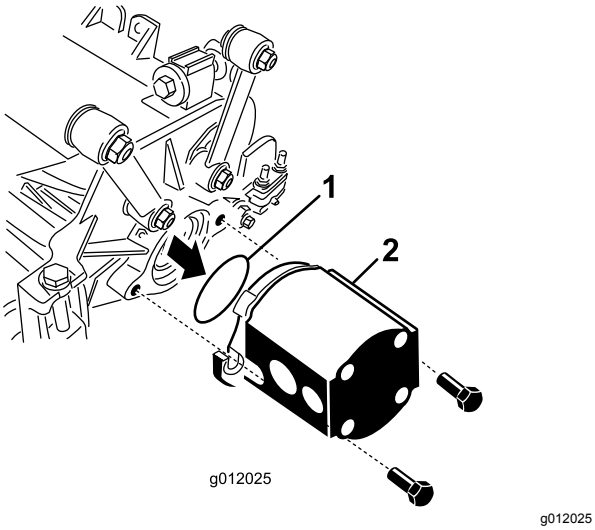

Figuur 24
5. Plaats de O-ring (meegeleverd met het maaidek) op de flens van de aandrijfmotor (Figuur 24).
6. Monteer de motor op het aandrijfuiteinde van het maaidek en zet deze vast met de 2 meegeleverde inbusbouten (Figuur 24).